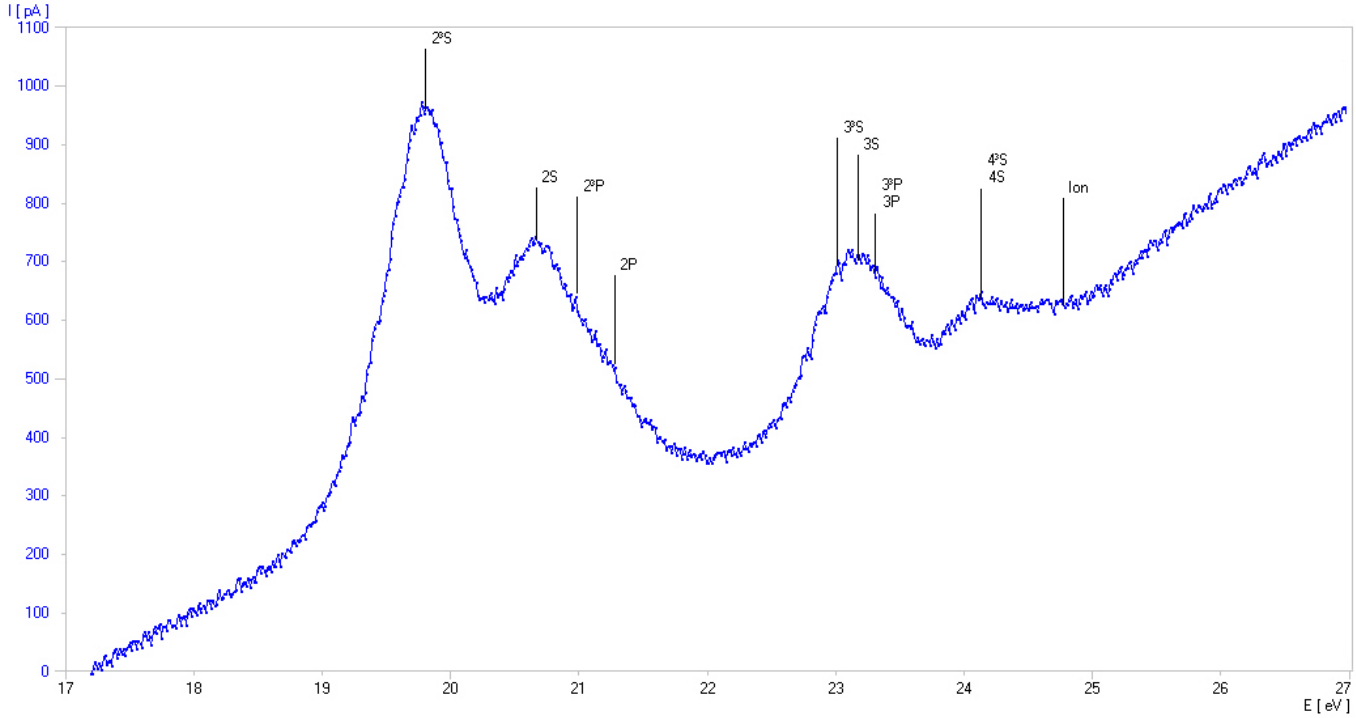

Fig. 5 :Courant collecteur I_R en fonction de la tension d'accélération U_A.
- Dans le diagramme mesuré, identifiez les potentiels critiques listés au tableau 1 (comparer à la figure 5).